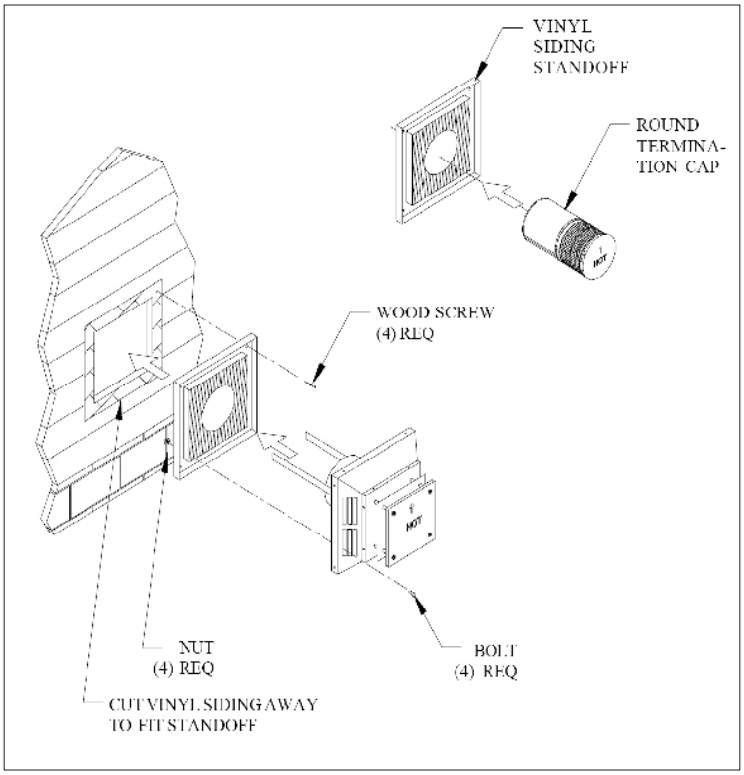

Figure 37: Installation of Vinyl Siding Standoff.
(1) The four (4) wood screws provided should be replaced with appropriate fasteners for stucco, brick, concrete, or other types of sidings.
(2) For buildings with vinyl siding, a Vinyl Siding Standoff should be installed between the vent cap and the wall (see Figure 37). Attach the Vinyl Siding Standoff to the Horizontal Vent Termination. The Vinyl Siding Standoff prevents excessive heat from possibly melting the vinyl siding material. Note that the Square Horizontal Vent Termination bolts onto the flat portion of the Vinyl Siding Standoff, (Shaded area shown in Figure 37), so that an air space will exist between the wall and the Vent Termination.